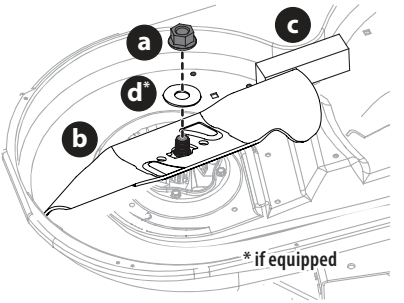

Fig. 51
2. Use a 15/16 inch wrench to hold the hex nut on top of the spindle assembly when loosening the hex nut (a) and washer (d)* securing the blade (b). A block of wood (c) may be placed between the deck housing and the cutting edge of the blade (b) to help in breaking loose the hex nut (a) and washer (d)* securing the blade (Fig. 51).
2. When re-installing blades, be sure of the following (Fig. 51 on page 32):
3. Tighten hex nuts (a) to 70-90 ft-lbs (95-122 N-m) (Fig. 51 on page 32).